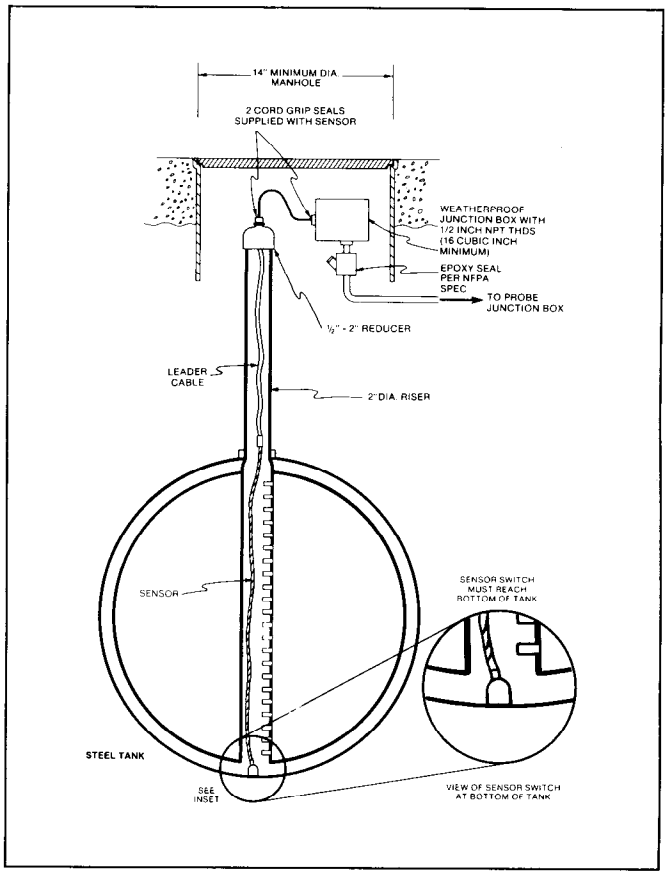

Figure 12. Float Switch Installation — Steel Tanks.
2. Lower the float switch assembly into the riser pipe until the float switch touches the bottom of the tank (see Figure 12 "Float Switch Installation — Steel Tanks").